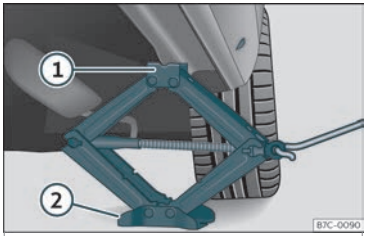

Abb. 39 Längsholm: Wagenheber ansetzen.
• Drehen Sie die Kurbel des unter dem Aufnahmepunkt des Längsträgers befindlichen Wagenhebers*, bis sich die Nase ① ››› **Abb. 39** unter der vorgesehenen Einführung befindet.
• Richten Sie den Wagenheber* so aus, dass sein Aufnahmehorn ① in die dafür vorgesehene Aufnahme am Längsträger „greift“ und die bewegliche Grundplatte ② plan auf dem Boden aufliegt. Die Bodenplatte ② muss sich dabei senkrecht unter dem Aufnahmepunkt ① befinden.